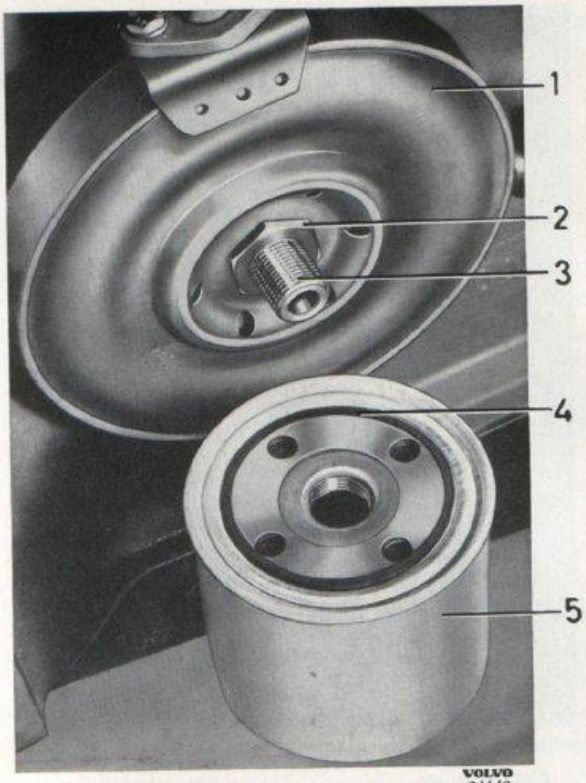

Bild 1-59. Renaren färdig för montering
2. Stryk olja på den nya renarens gummipackning (4, bild 1-59) och se till att anliggningsytan för oljerenaren är fri från smuts. Packningen glider genom oljebestrykningen bättre mot tätningsytan. Skruva på renaren för hand tills den just berör oljekylaren.
3. Skruva av muttern (2, bild 1-59) på nippeln för oljekylaren och drag av kylaren.
8. Om nippeln (3, bild 1-59) bytes ut skall den nya dragas med momentet 4,5—5,5 kgm.